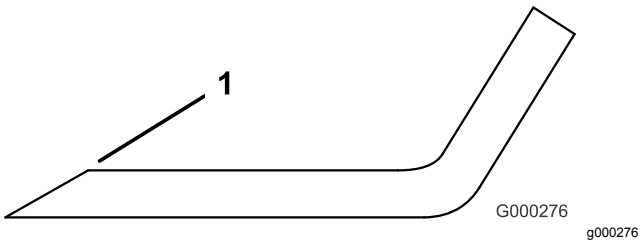

Figur 111
3. Undersøk kniveggene på alle knivene. Slip kniveggene hvis de er sløve eller har hakk. Slip kun toppen av kniveggen og behold opprinnelig kuttevinkel for å være sikker på at kniven er skarp (Figur 111). Kniven opprettholder balansen hvis like mye metall fjernes fra begge kniveggene.